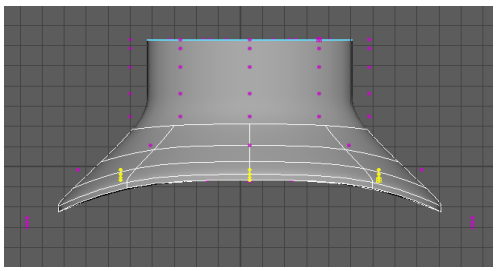
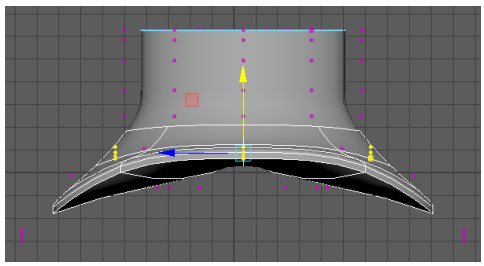

Figure 4-19 *Vertices to be selected*
Figure 4-20 *The modified mesh*
7. Maximize the side-X viewport. Next, press and hold the right mouse button on *hat*; a marking menu is displayed. Choose **Control Vertex** from the marking menu; the vertex selection mode is activated. Next, marquee-select the vertices of *hat* by using the SHIFT key, as shown in Figure 4-19. Next, invoke **Move Tool** from the Tool Box, and move the vertices upward along the Y axis, as shown in Figure 4-20.